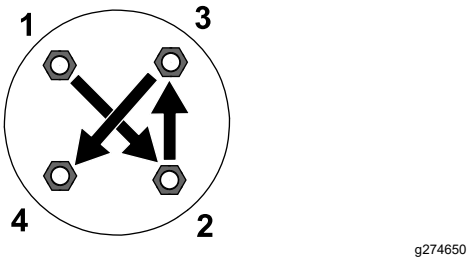

Figur 8
2. Dra åt hjulmuttrarna (i ett korsmönster enligt Figur 8) till 108–122 Nm.